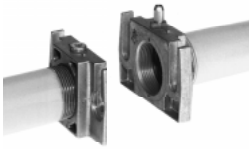

Fig. 23
3. Montare il MultiBloc fra le flange filettate (Fig. 23)